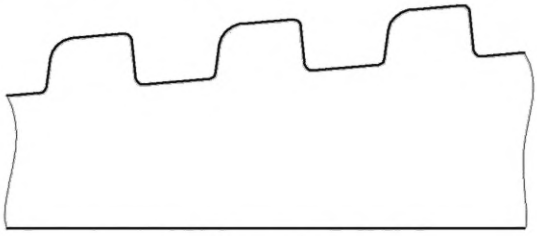

Рисунок 9
5.10 **упорная резьба:** Резьба, профиль которой представляет собой неравнобедренную трапецию (см. рисунок 9). buttress thread